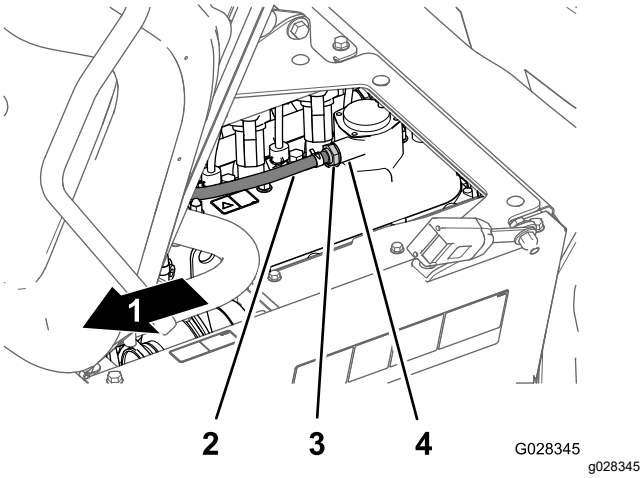

**Figur 81**
2. Ta bort PCV-ventilen från monteringen av ventilkåpan (Figur 81).
**Obs:** Om ventilens interna restriktor skallrar kan du låta serva PCV-ventilen. Om den interna restriktorn inte skallrar när du skakar på ventilen ska du byta ut PCV-ventilen (Figur 81).
4. För in PCV-ventilen i ventilkåpans kopplingstätning tills den sitter ordentligt (Figur 81).